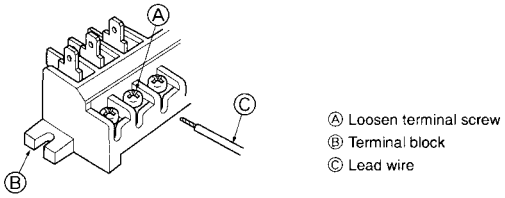

Fig. 7-9
- **Use care not to make mis-wiring. (Fig. 7-9)**